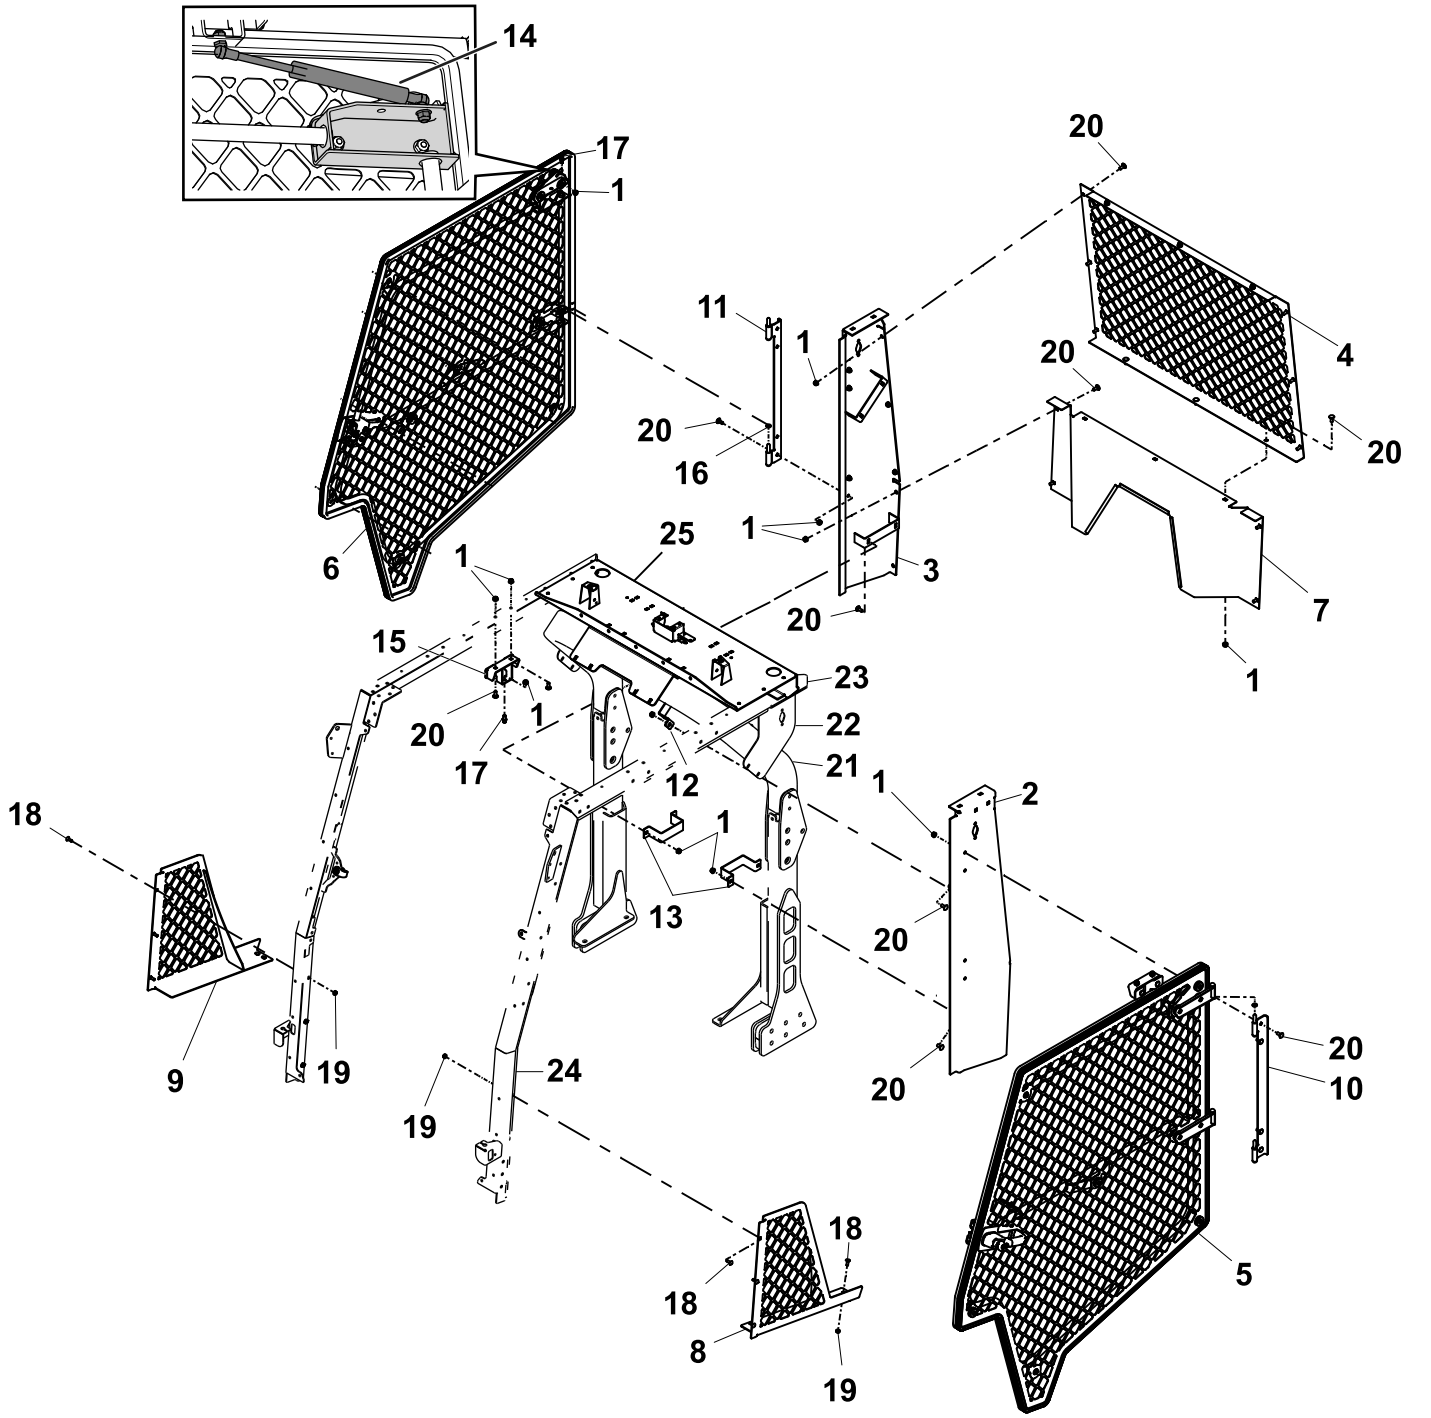

Рисунок 2
6. Если комплект удлинения конструкции защиты оператора при опрокидывании машины (ROPS) с двумя стойками был установлен на данную машину, снимите боковые панели, которые используются для крепления осветительных приборов на стойках конструкции ROPS (Рисунок 2).
При выполнении следующих действий см. Рисунок 2.